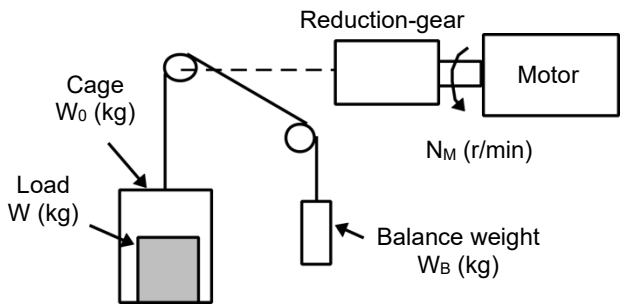
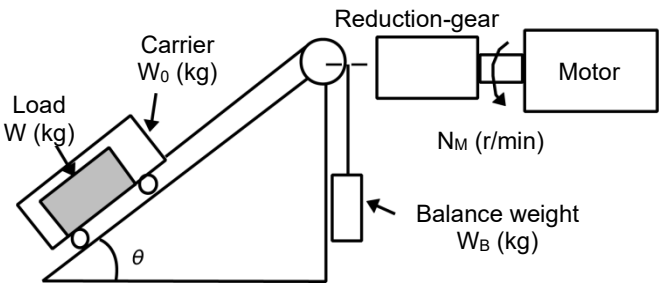

Fig. 10.3-2 Vertical lift load
Fig. 10.3-3 Inclined lift load
A simplified mechanical configuration is assumed as shown in Fig. 10.3-2. If the mass of the cage is W_0 (kg), the load is W (kg), and the balance weight is W_B (kg), then the forces F (N) required for lifting the load up and down are expressed as follows (equation (Equation 10.3-5 and equation (Equation 10.3-6).
Although the mechanical configuration of an inclined lift load is similar to that of a vertical lift load, non negligible friction force in the inclined lift makes the difference; in an inclined lift load, there is a distinct difference between the expression to calculate the lift force F (N) for lifting and that for lowering. If the incline angle is θ, and the friction coefficient is μ, as shown in Fig. 10.3-3, the driving force F (N) is expressed as follows:
The moment of inertia J ($\mathrm{kg \cdot m^2}$) of the loads connected with a rope as shown in Fig. 10.3-2 and Fig. 10.3-3 is calculated with the following equation ((Equation 10.3-14) using the mass of all moving objects, although the motion directions of those loads are different.